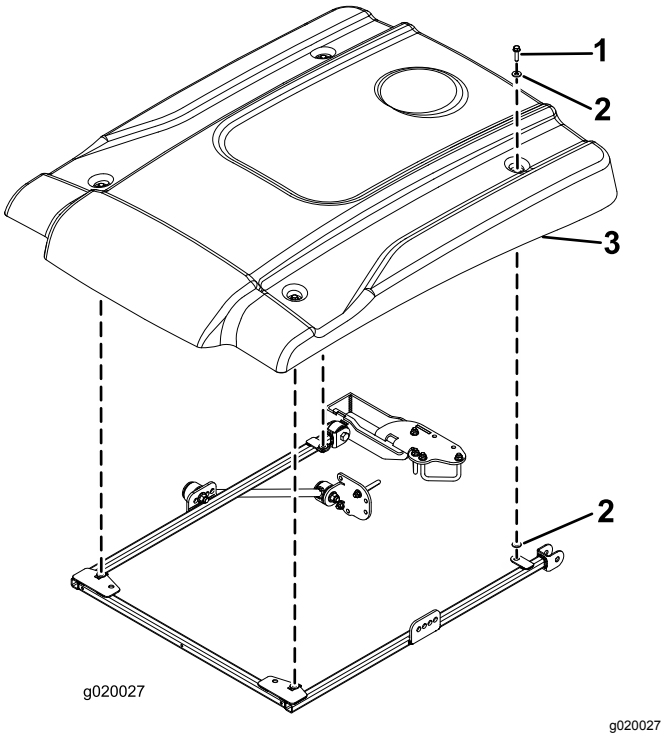

Figura 16
15. Durante l'allineamento dei fori di montaggio, posizionate il parasole sul telaio come mostrato in Figura 16.
16. Montate, senza serrarli, ciascun angolo del parasole sul telaio con un bullone a testa flangiata (5/16" x 1¼") e 2 rondelle piccole (Figura 16). Posizionate una rondella su ogni lato dell'anello in gomma del parasole.